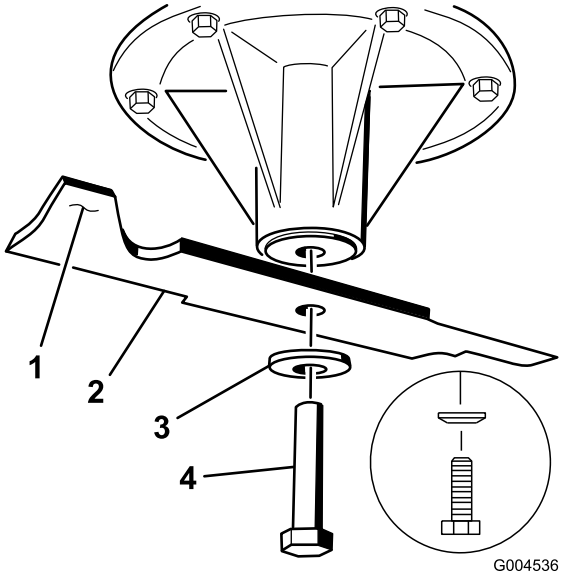

Figuur 89
2. Verwijder de middelste en linkermesbout, de klemring en het mes van de spilas (Figuur 89).